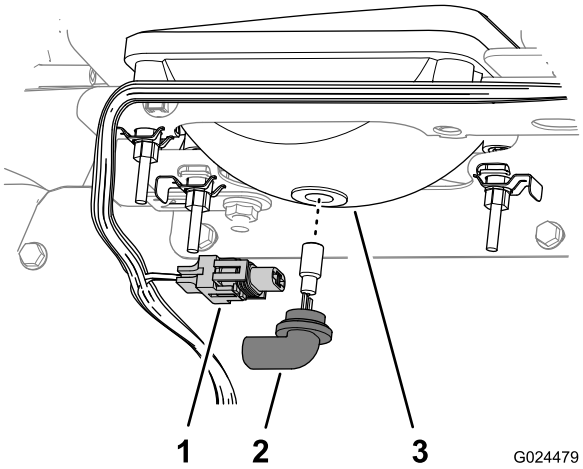

Figur 39
3. Frakobl det elektriske stik til ledningsnettet fra stikket på lampesamlingen bag på forlygtehuset (Figur 39).
4. Drej lampesamling 1/4 gang mod uret, og træk den med en bagudgående bevægelse ud af forlygtehuset (Figur 39).
5. Sæt den nye lampesamling og forlygtehuset i, og ret tapperne i lampesamling ind efter hullerne i forlygtehuset (Figur 39).
6. Fastgør lampesamlingen ved at dreje den 1/4 omgang med uret (Figur 39).
7. Tilslut det elektriske stik til ledningsnettet til stikket på den nye lampesamling (Figur 39).